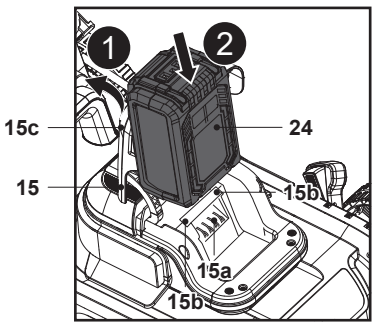

**Fig. 8**
2. Levante a tampa magnética (15c) e abra a tampa do compartimento da bateria (15) (Fig. 8, passo 1).
3. Alinhe a bateria (24) com as duas ranhuras de encaixe (15b) e faça deslizar a bateria (24) para a fixar (Fig. 8, passo 2).
4. Certifique-se de que os contactos elétricos (15a) estão totalmente inseridos na bateria (24) e que encaixam no devido lugar com um clique.
5. A bateria (24) só pode ser instalada numa direção.
6. Feche cuidadosamente a tampa do compartimento da bateria (15).